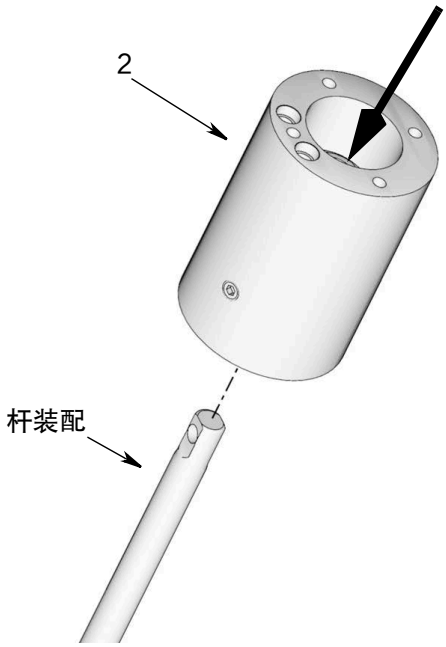

图 32
19. 拆下入口密封 (207) 和密封 (206)。丢弃这些零配件。使用包括在套件中的新零配件进行重装。
20. 使用锤子或橡皮锤将杆组件敲打出泵适配器 (2)，方向如图 32.